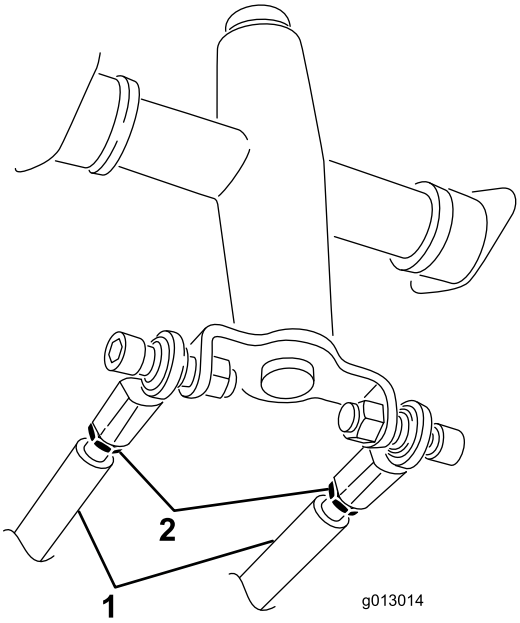

**Figuur 56**
3. Draai de contramoeren op de tractiestangen onder het bedieningspaneel los (Figuur 56).